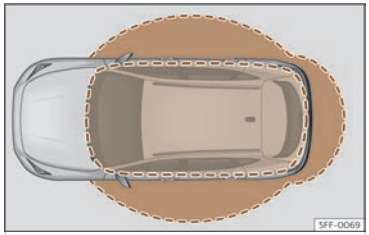

Fig. 76 Keyless Access: proximity zones.
- The vehicle is unlocked when the vehicle key is detected nearby ››› Fig. 76. All turn signals flash twice.